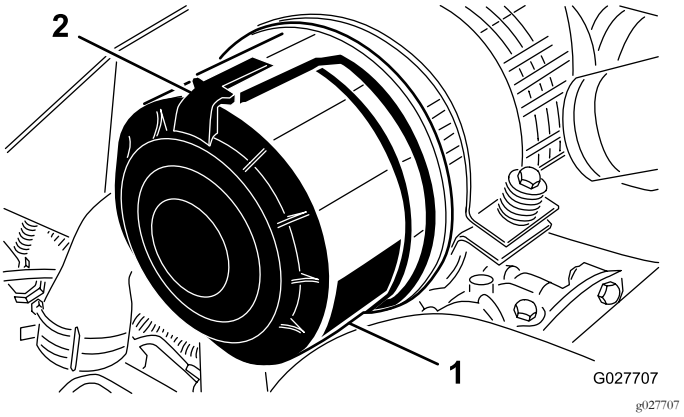

Figur 62
1. Lossa spärrhakarna som fäster luftrenarkåpan på luftrenarhuset (Figur 62).